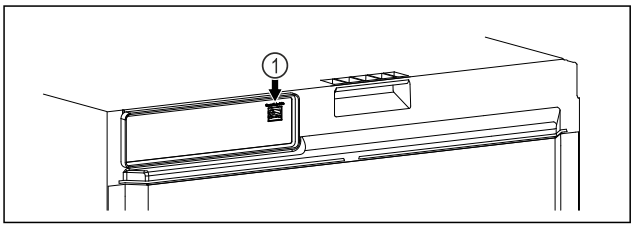

Fig. 115
❑ SmartModule *Fig. 115 (1)* este instalat.